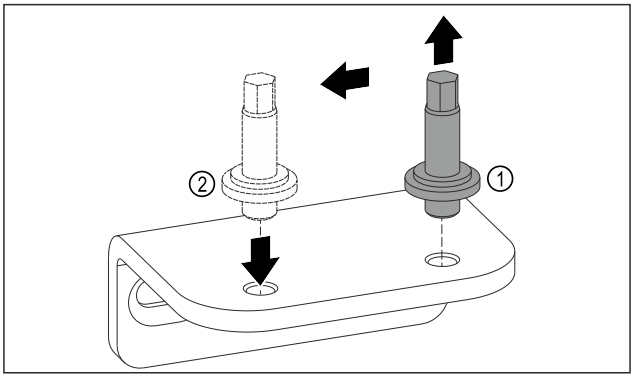

Fig. 13
- ▶ Выкрутите болт на нижнем опорном кронштейне при помощи ключа с наружным шестигранником SW5. *Fig. 13 (1)*
- ▶ Установите болт на противоположной стороне. *Fig. 13 (2)*